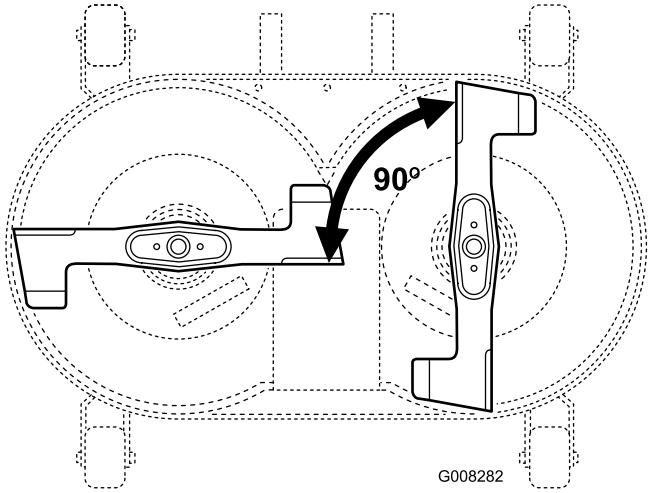

Figur 38
2. Plasser knivbladene i en vinkel på 90 grader til hverandre (Figur 38).